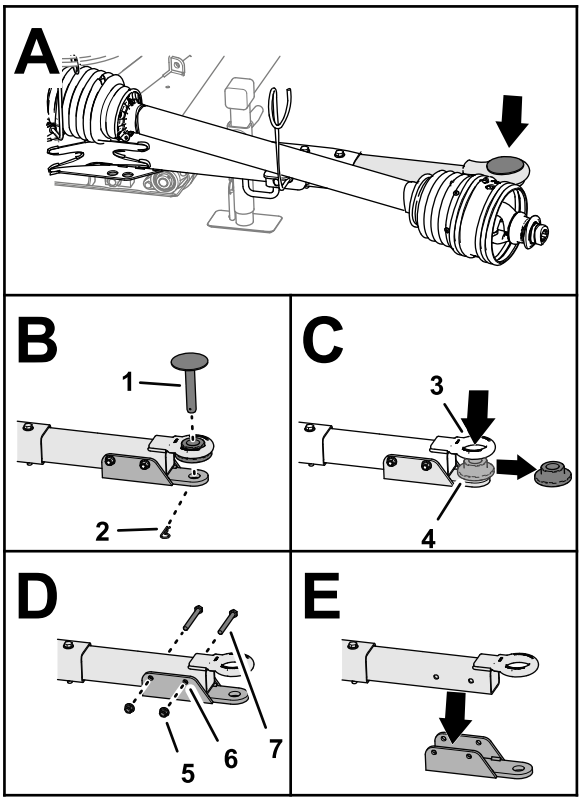

Figur 7
1. Avlägsna hårnålssprinten som fäster hakbulten på bogseringsstången och avlägsna hakbulten (Figur 7).
2. Ta bort flänsbussningen från dragöglan (Figur 7).
3. Ta bort de två flänslåsmuttrarna och de två huvudskruvarna som fäster sprintfästet på bogseringsstången och avlägsna sprintfästet (Figur 7).